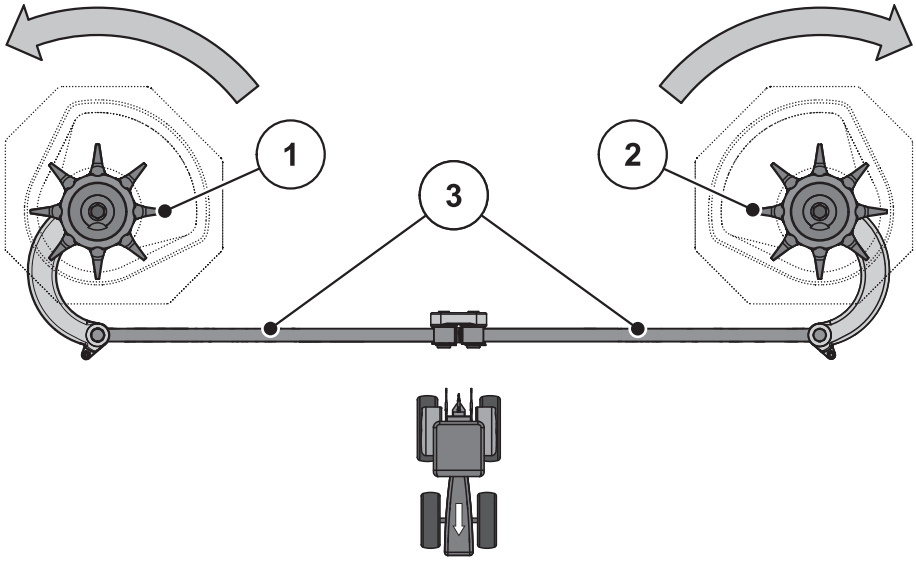

Rysunek 10.13: Sprawdzenie napędu mieszadła
2. Obrócić ręcznie głowicę mieszającą **w kierunku obrotów tarczy rozrzucającej**. Patrz rysunek 10.13.
3. Obrócić z dużą siłą ręcznie lub za pomocą klucza taśmowego do filtra oleju głowicę mieszającą **w kierunku przeciwnym do kierunku obrotów tarczy rozrzucającej**. Patrz rysunek 10.13.